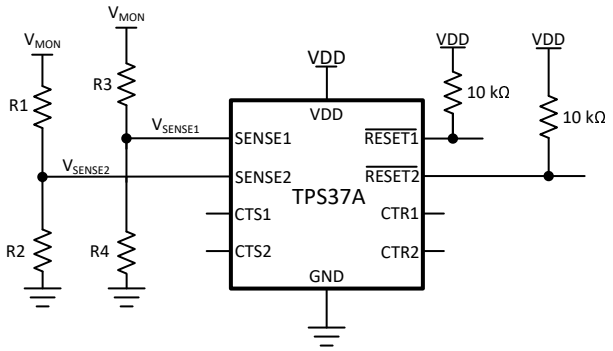

图 10-1. Adjustable Voltage Threshold with External Resistor Dividers
For example, consider a 12 V rail being monitored V_{MON} for undervoltage (UV) using channel 2 of the TPS37A010122DSKR variant. Using 方程式 7 and shown in 图 10-1, R_1 is the top resistor of the resistor divider that is between V_{MON} and V_{SENSE2}, R_2 is the bottom resistor that is between V_{SENSE2} and GND, V_{MON} is the voltage rail that is being monitored and V_{SENSE2} is the input threshold voltage. The monitored UV threshold, denoted as V_{MON-}, where the device will assert a reset signal occurs when $V_{SENSE2} = V_{IT-(UV)}$ or, for this example, V_{MON-} = 10.8V which is 90% from 12 V. Using 方程式 7 and assuming R_2 = 10kΩ, R_1 can be calculated shown in 方程式 8 where I_{R1} is represented in 方程式 9: